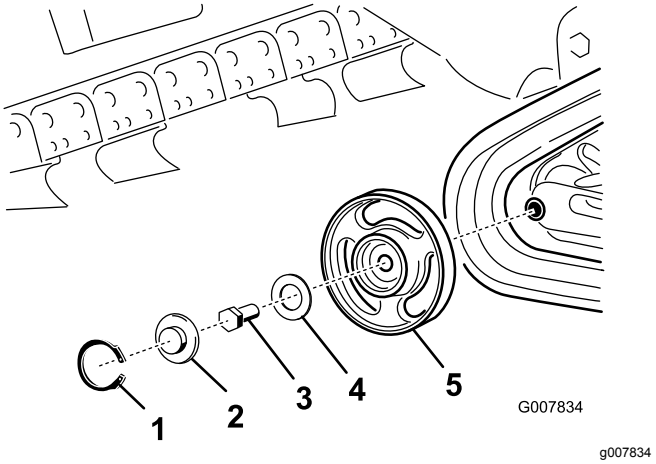

**Figuur 50**
**Opmerking:** Mogelijk moet u het voorste, buitenste wegwiel verwijderen. Om dit wiel te verwijderen moet u de snapring en de dop van het midden van het wegwiel nemen (Figuur 50). Verwijder vervolgens de bout en de pakking van het midden van het wiel en trek het wiel van de machine.